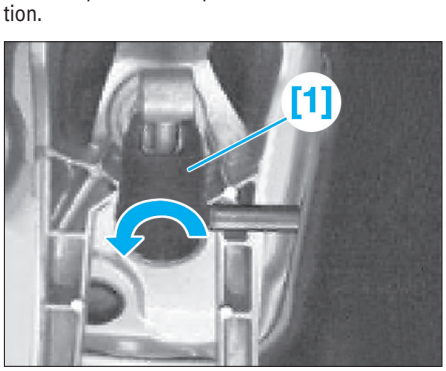

Fig. 18
• Insérer l'outil [1] dans le palier et le tourner de 90° dans le sens antihoraire **(Fig.18)**.